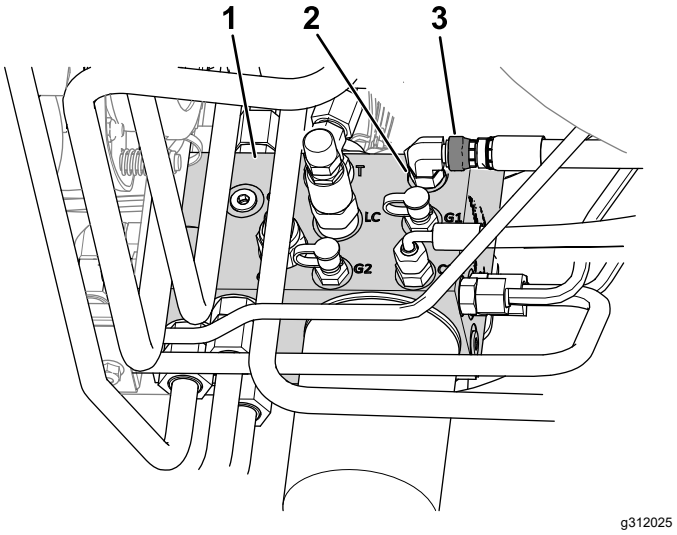

Figure 10
B. Desserrez l'écrou pivotant du flexible relié à l'orifice C1 du collecteur hydraulique (Figure 10).